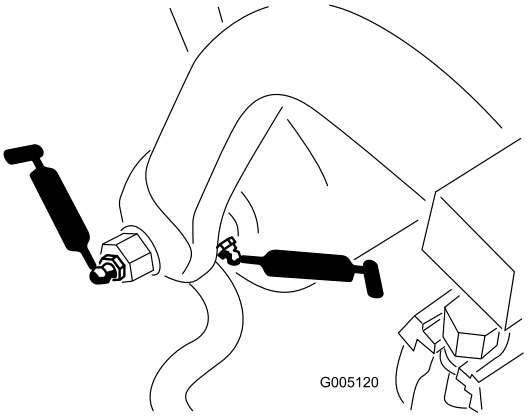

Figur 38
- Trekkrammeakslene og -valsene (12) (Figur 38)